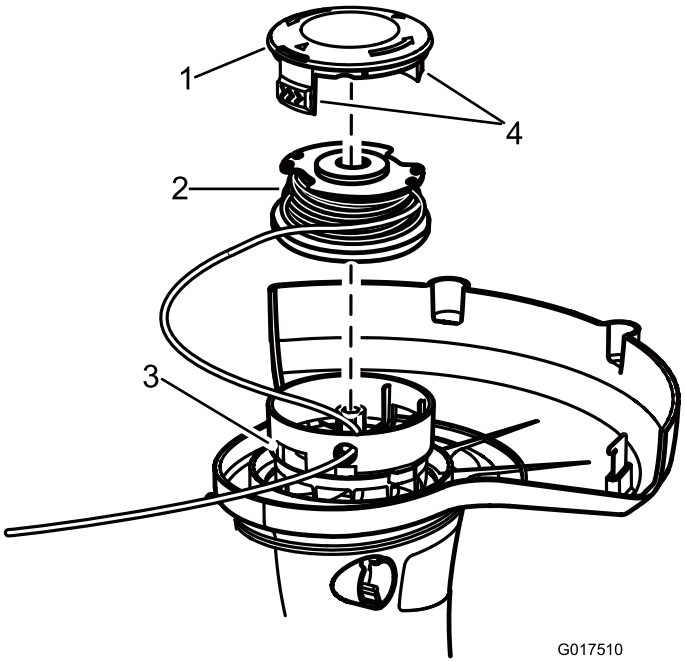

Figure 13
2. Appuyez sur les languettes de chaque côté du chapeau de fixation de la bobine (Figure 13).
2. Retirez la bobine. Voir Remplacement de la bobine (Figure 13).